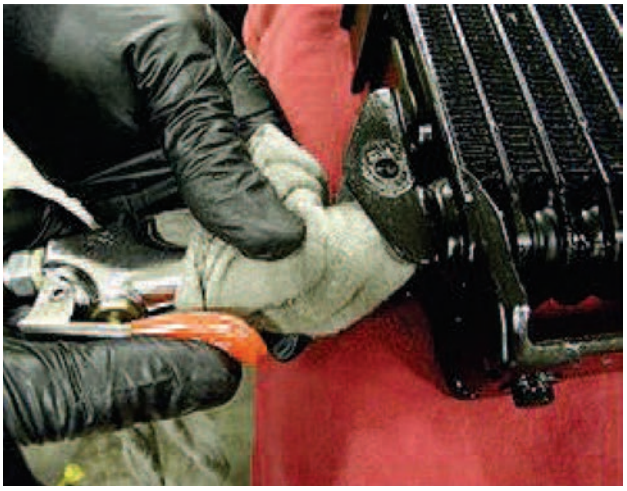

Figure 8
8. Insert the tip of an air gun into the end of the auxiliary fluid cooler inlet. (Figure 8)
9. Wrap a shop rag around the air gun tip and end of the cooler inlet to reduce blowback. (Figure 8)
14. To complete the flush, insert the tip of an air gun again into the end of the auxiliary fluid cooler inlet. (Figure 8)
15. Wrap a shop rag around the air gun tip and end of the cooler inlet. (Figure 8)